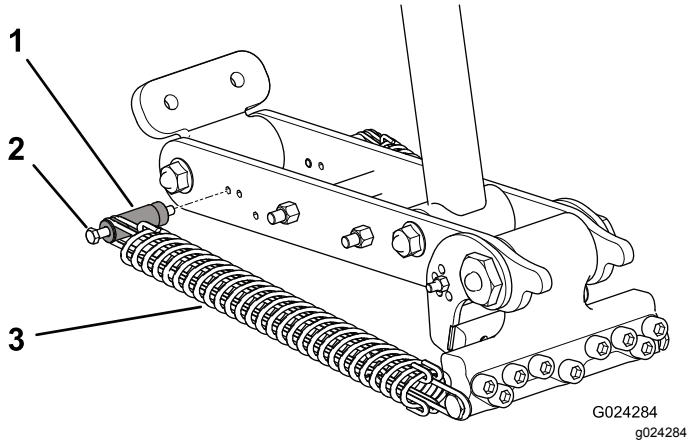
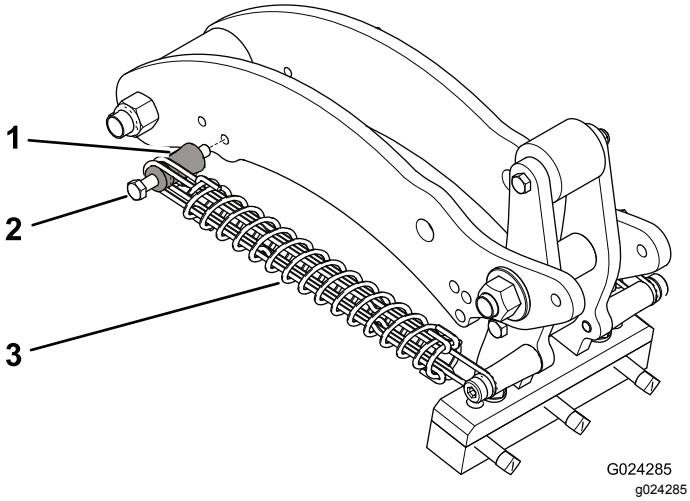

Figur 42
Figur 43
4. Fjern mutteren som fester bolten for fjærmonteringsposten til forbindelsesarmen (Figur 42 eller Figur 43).
5. Fjern bolten for monteringsposten og selve monteringsposten fra forbindelsesarmen, og sett disse inn igjen i det andre justeringshullet (Figur 42 eller Figur 43).